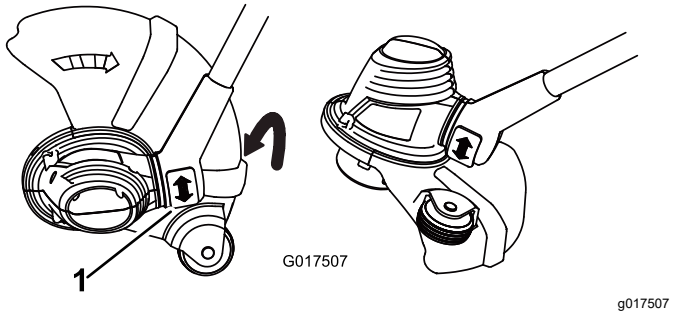

Figura 5
- Para ajustar la posición de la base, presione hacia abajo sobre el botón de giro situado en la base del mango, luego gire la base a la orientación deseada (Figura 5).